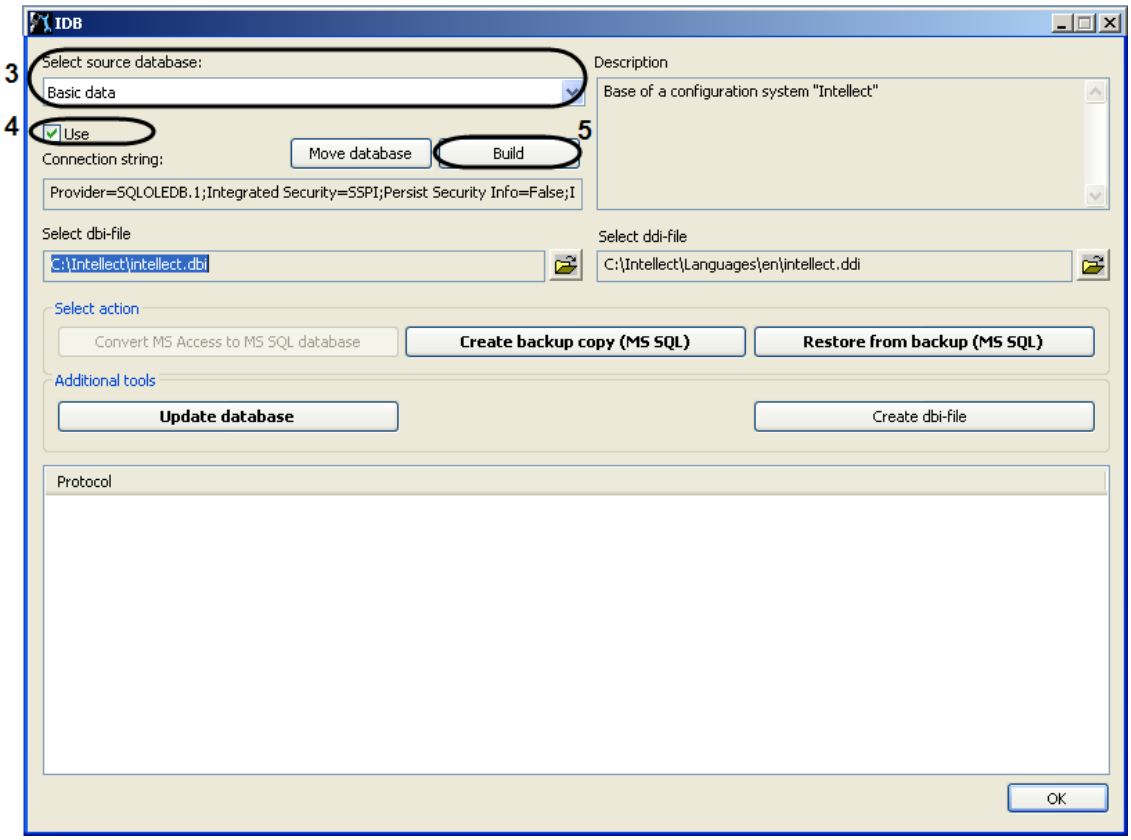

Figure 8.3-13. The idb.exe utility dialog box
2. Run the idb.exe utility in the root of the INTELLECT™ software installation directory (for example, C:\Program Files\Intellect). The idb.exe utility dialog box is displayed (Figure 8.3-13).